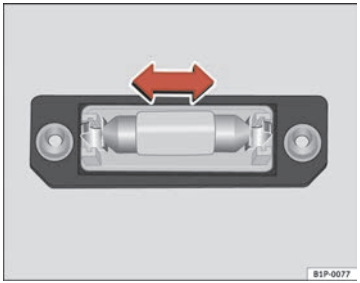

Fig. 227 Number plate light
– Remove the bulb, moving it in the direction of the arrow and outwards ⇒ fig. 227.